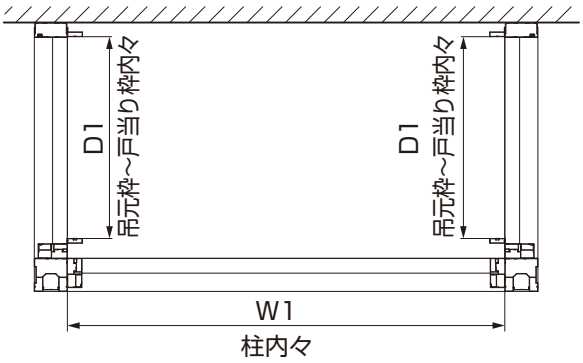
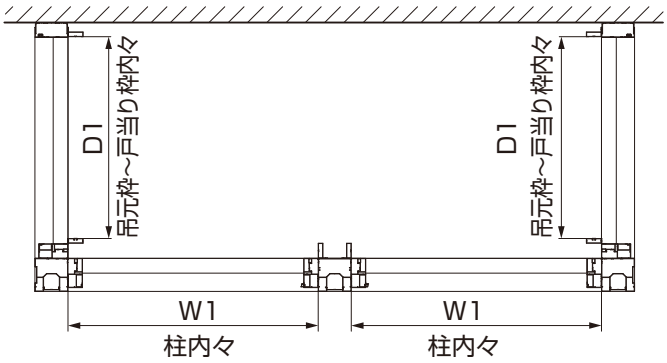
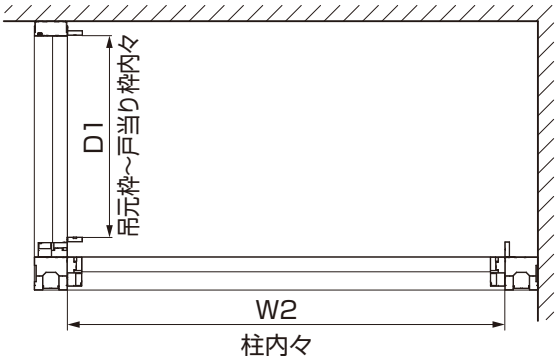
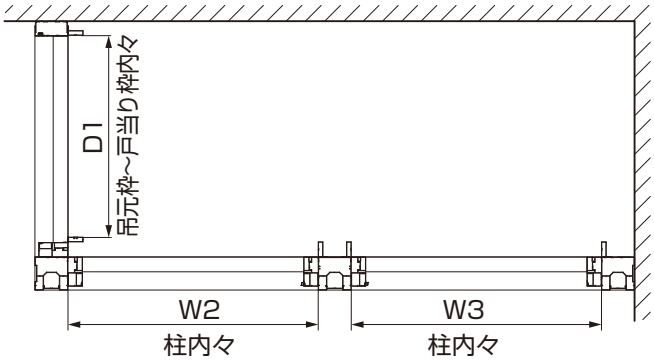

図5-1　標準納まり
図5-2　標準納まり
図5-3　入隅納まり
図5-4　入隅納まり
①タイプに合わせて柱内々寸法W1、W2、W3を計測してください。（図5-1、図5-2、図5-3、図5-4参照）
③吊元枠～戸当り枠内々寸法D1を計測してください。（図5-1、図5-2、図5-3、図5-4参照）